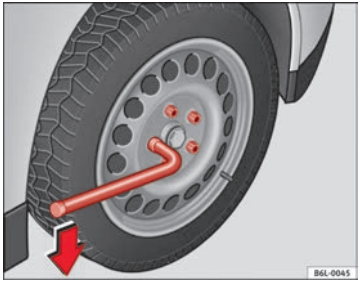

Fig. 139 Changing a wheel: loosen the wheel bolts
– Grasp the box spanner by the end turn it about one full turn to the **left** ⇒ Fig. 139.